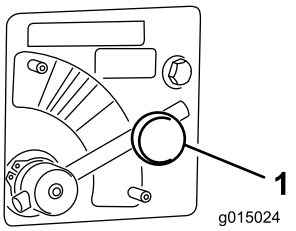

Figur 33
1. Lossa ratten som håller fast spaken för spridarventilen (Figur 33).
2. Vrid spaken för spridarventilen till önskad färg (Figur 33).
För spaken för spridarventilen till det **BLÅ** området (MAXHASTIGHET) (Figur 33). När spaken har vridits helt medurs är den i horisontellt läge.